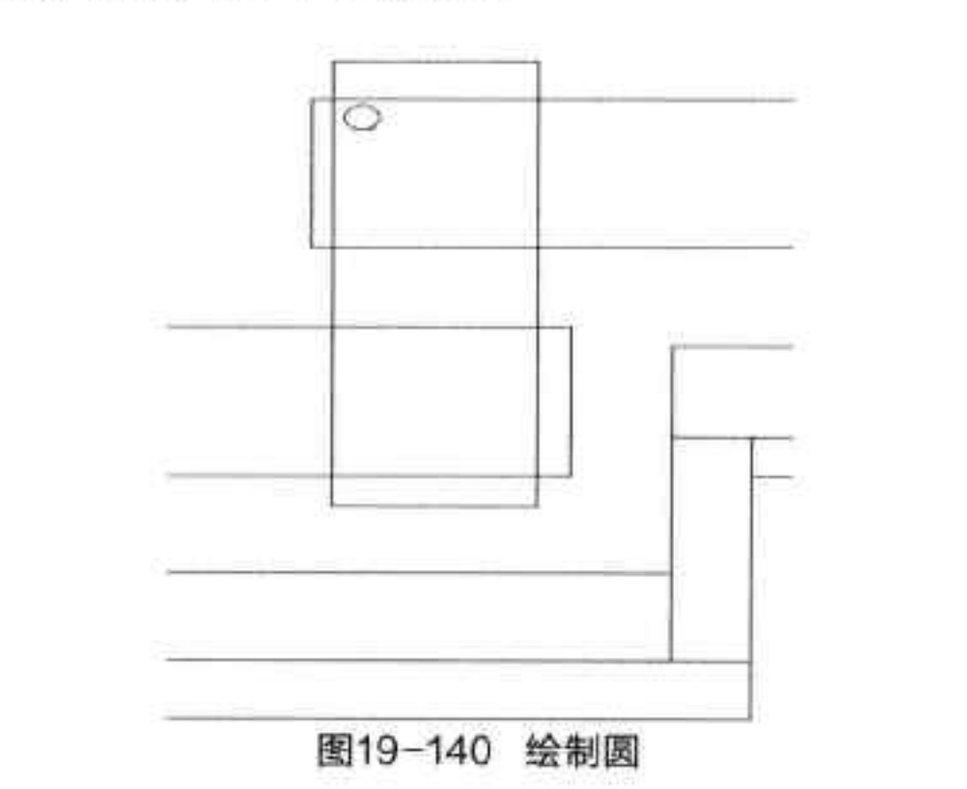

图19-140 绘制圆
Step 07 执行“圆”命令，绘制半径为 2.5mm 的圆，如图 19-140 所示。